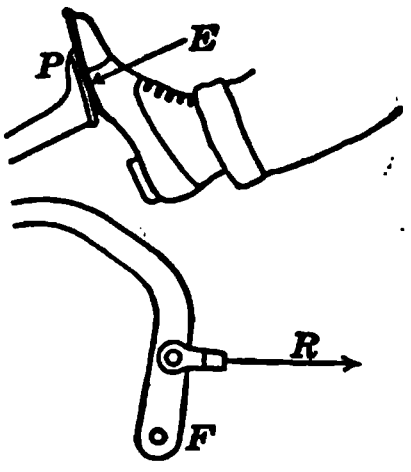

Fig. 30. Automobile foot brake is a bent lever.
4. The foot brake on a certain automobile has the shape shown in figure 30. It turns about a fixed point *F*, and when the foot presses on the pedal *P*, there is a much greater force exerted on the rod *R*. Indicate on a sketch just how you would compute the moment of the effort and the moment of the resistance. What is the mechanical advantage of the lever shown in figure 30? (Measure dimensions.)